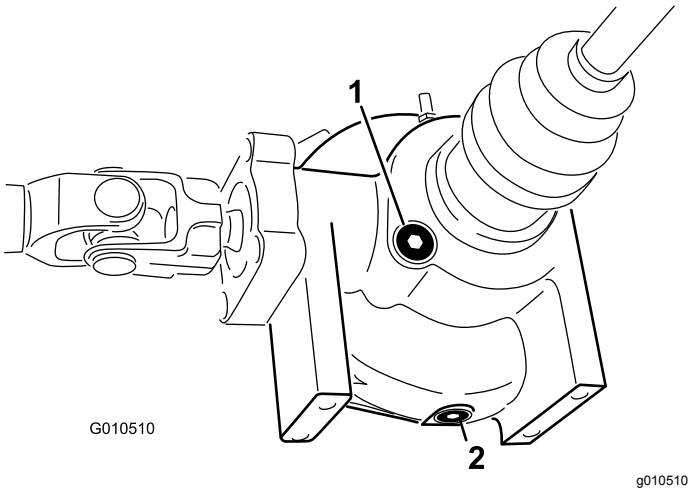

Figura 43
4. Pulite la zona attorno al tappo di controllo e riempimento sul lato del differenziale (Figura 43).
4. Pulite la zona attorno al tappo di spurgo sul lato del differenziale (Figura 43).